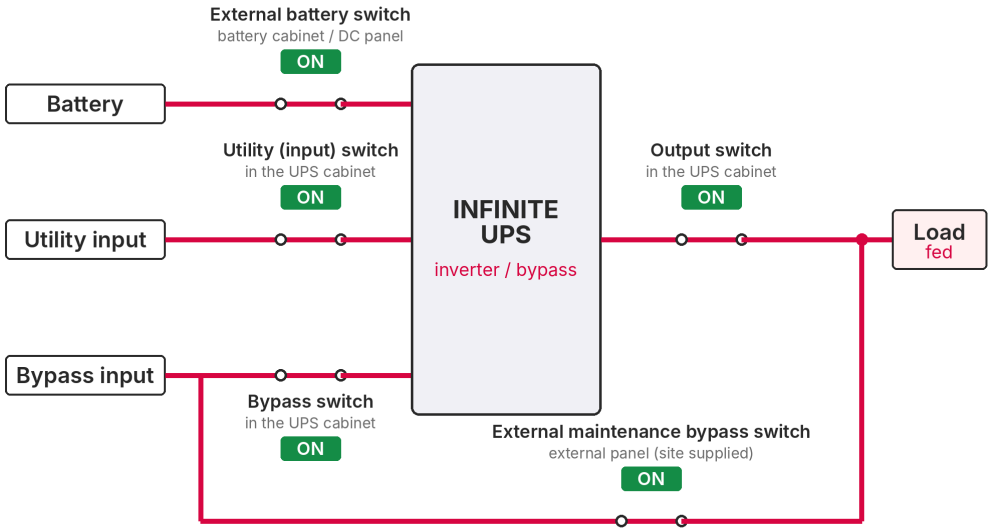

FIGURE 7-1 Step 2: maintenance bypass switch ON, all other switches still ON
2. Check again that the inverter is off. Close the **external maintenance bypass switch** (Figure 7-1). You see: the touchscreen shows “Maintenance bypass open”.
3. Close the **output switch** (Figure 7-1). The output icon on the main page shows that the output is fed.